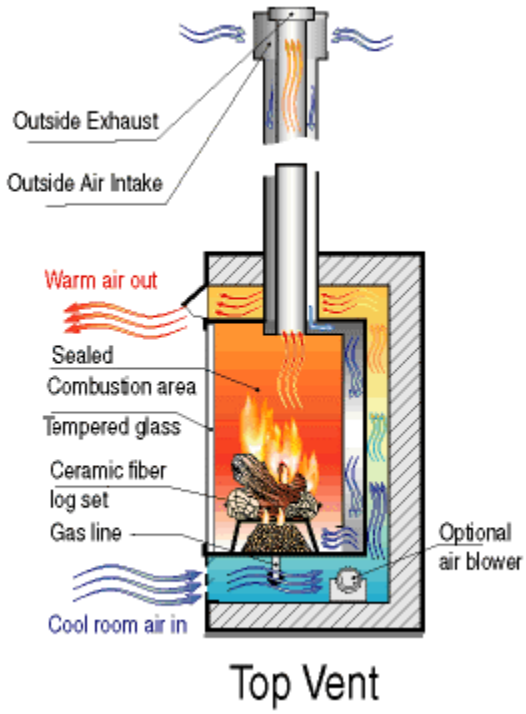

Figure 14 *Direct vent coaxial top exit, horizontal or vertical termination. (adapted from Chew/Fireside Group Inc., 2017). Used with permission.*
- Direct vent coaxial top exit, horizontal or vertical termination (Figure 14)